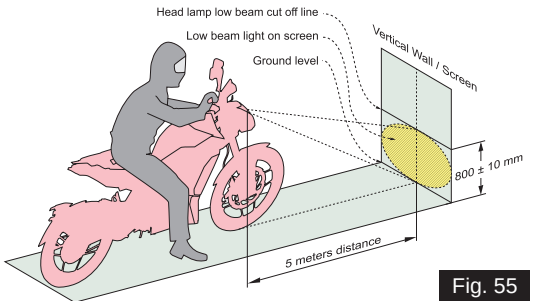

Fig. 55
- Place the motorcycle upright in a uniform flat surface while ensuring the headlamp center is 5 meter away from a vertical wall or screen **(ref. Fig. 55)**.
- Mark a horizontal line on the wall or screen around 800 ± 10 mm from the ground level and mark a vertical line in the middle of the horizontal line **(ref. Fig. 55)**.
- Now, turn the headlamp to low beam mode and ensure the headlamp low beam focus falls between 800 ± 10 mm from the ground level as shown **(ref. Fig. 55)**.